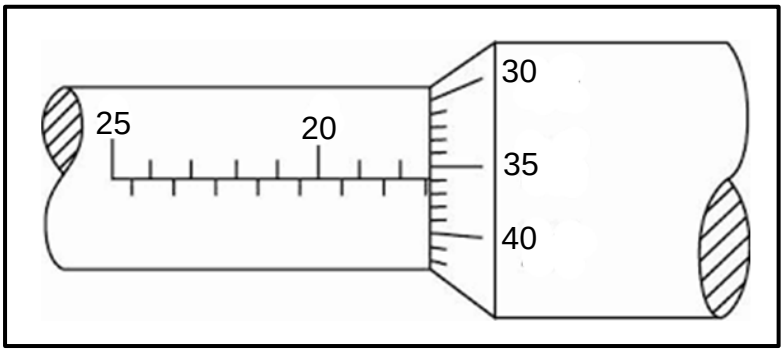

FIGUUR 7.4 (2)
7.4 Bepaal die diepte-mikrometerlesing wat in FIGUUR 7.4 hieronder getoon word.